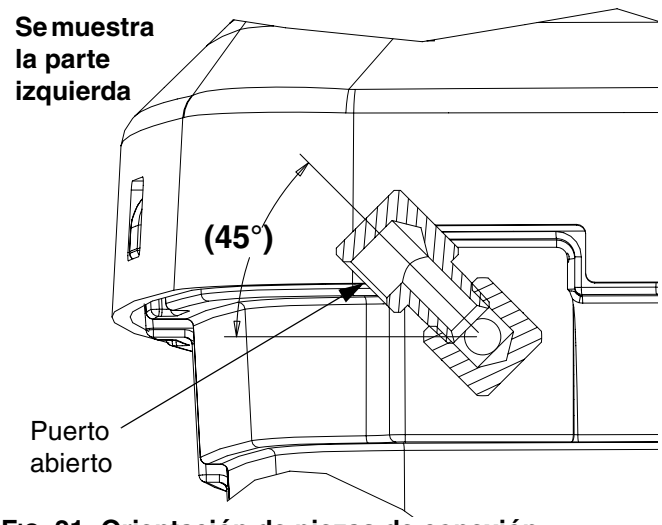

FIG. 21: Orientación de piezas de conexión de ventilación
No rellene la zona exterior con funda por completo si utiliza la tolva o el kit de circulación de manguera. Consulte las instrucciones de relleno del manual de la tolva o del kit de circulación de manguera El relleno en exceso puede provocar que el fluido de calentamiento fluya por las piezas de unión de ventilación FIG. 21 durante el arranque.
4. Instale piezas de conexión de ventilación (36,39) en uno de los puertos de rellenado. Los accesorios de conexión de ventilación se envían sueltos. Consulte FIG. 21 para ver la orientación correcta de las piezas de conexión de ventilación.